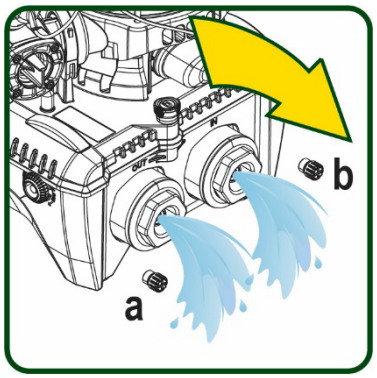

Рисунок 20
5.удалите обе дренажные заглушки на док-станции и вылейте через них оставшуюся внутри воду (около 11 литров); Рис. 20